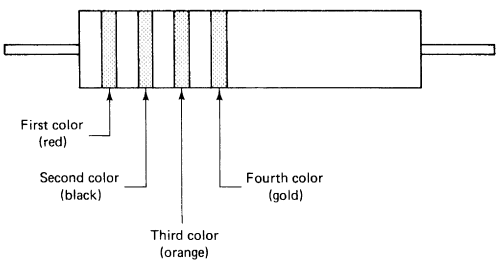

FIGURE 1-2B
3. Figure 1-2B shows a resistor that has the band-color-code marking system. Read the colors from left to right, or from the end of the resistor closest to where the bands begin. Using Fig. 1-27 you should be able to determine the value of the resistor in ohms and its tolerance.